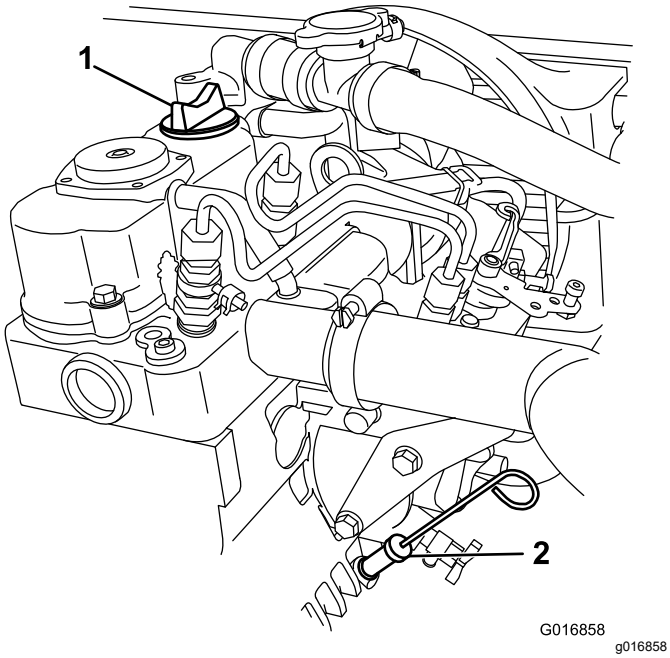

Figur 38
8. Rengjør rundt oljepeilestaven og påfyllingslokket, og ta ut peilestaven (Figur 38).